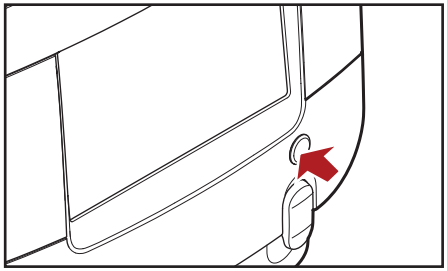

Fig. 4.10- Furnizare continuă de apă fierbinte
- Furnizare continuă de apă cu ajutorul butonului pentru apă fierbinte, vezi fig. 4.10 de la pagina 14.
2. Ţineţi apăsat butonul de apă fierbinte până când se furnizează cantitatea de apă fierbinte dorită (fig. 4.10).